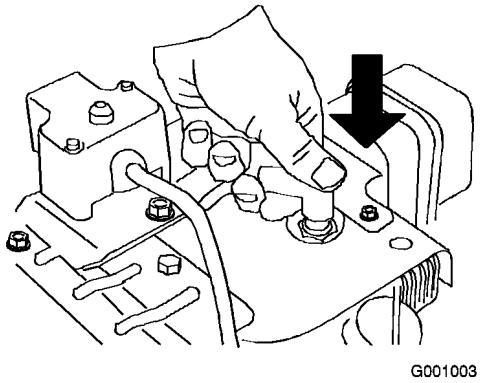

Figur 19
1. Koble til tennpluggledningen (Figur 19).